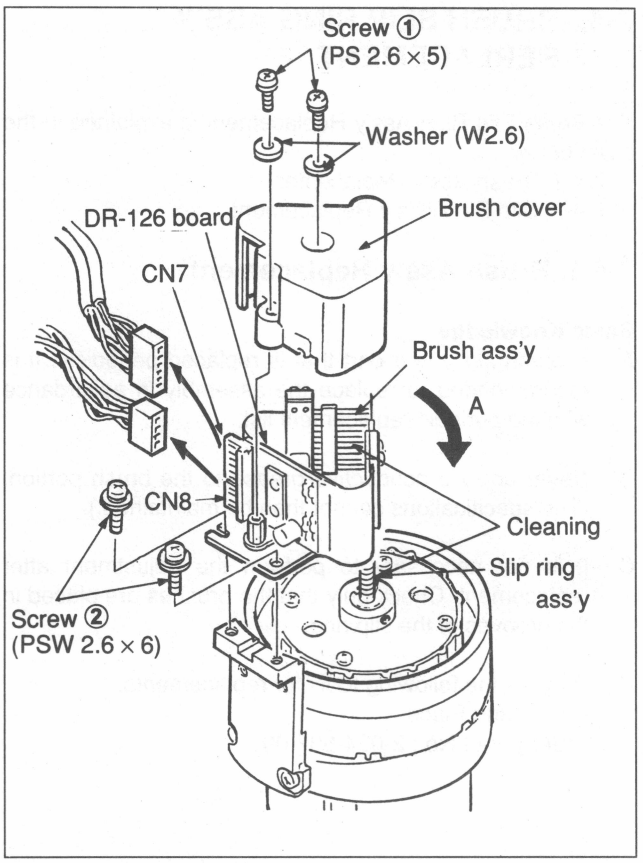

Fig. 7-4-1 Brush Ass'y Removal
1. Brush Cover Removal (Refer to Fig. 7-4-1.)
2. Brush Ass'y Removal (Refer to Fig. 7-4-1.)
(3) Turn the upper drum counterclockwise using fingers and confirm the following:
① The brush is placed in the grooves of the slip ring.
② There is no abnormal sound during upper drum rotation.
(4) Connect connectors CN7 and CN8 on DR-126 board. (Fig. 7-4-1)
4. Brush Cover Installation (Refer to Fig. 7-4-1.)